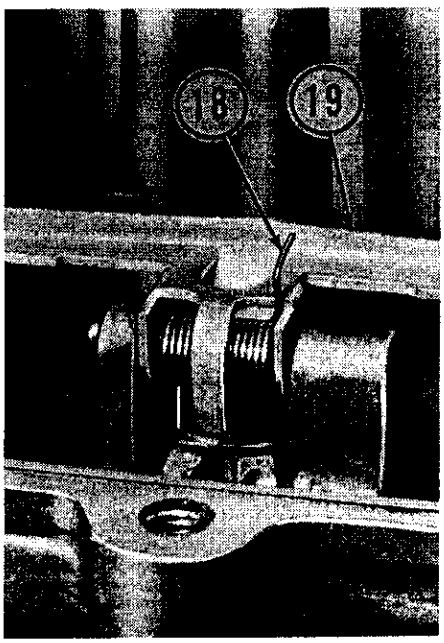

Fig. 103–View showing correct installation of float spring (18); float lever is (19).
Early production carburetors were equipped with a metering cluster cover (5A) having main jet (8) installed on top side of cover. If flooding during hillside operation is encountered with one of these units, a kit that includes new type cover (5C) with main jet on lower side and a float spring (18) should be installed. Note: Kit does not include main jet (8); main jet from old cover can be installed in new cover. Spring (18) is installed to assist float lift; refer to Fig. 103 for spring installation. Later production carburetors include these changes.